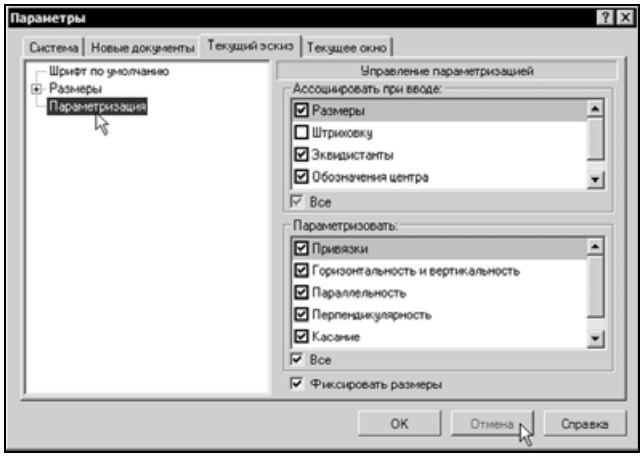

Рис. 5.4
- Выполните команду **Сервис | Параметры**. В диалоговом окне **Параметры** укажите раздел **Параметризация** (рис. 5.4).